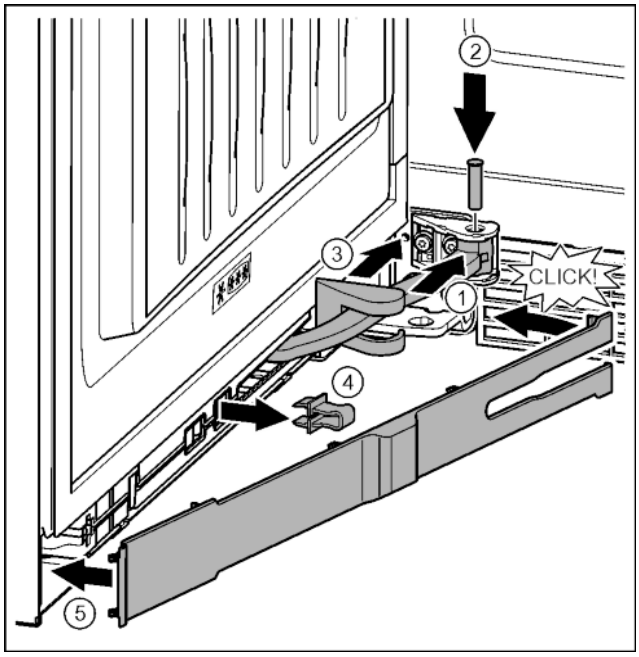

Fig. 46
▶ Tourner l'articulation dans la fixation. *Fig. 46 (1)*
▶ Introduire le boulon dans la fixation avec un tournevis T15 et mettre en place l'articulation. Veiller à ce que l'ergot d'encliquetage repose correctement dans la rainure. *Fig. 46 (2)*
▶ Pousser le cache du palier de support le long de l'articulation et le monter au-dessus de la fixation. *Fig. 46 (3)*
▶ Enlever l'arrêtoir. *Fig. 46 (4)*
▶ Mettre le cache du côté de la poignée et l'incliner vers l'intérieur. *Fig. 46 (5)*